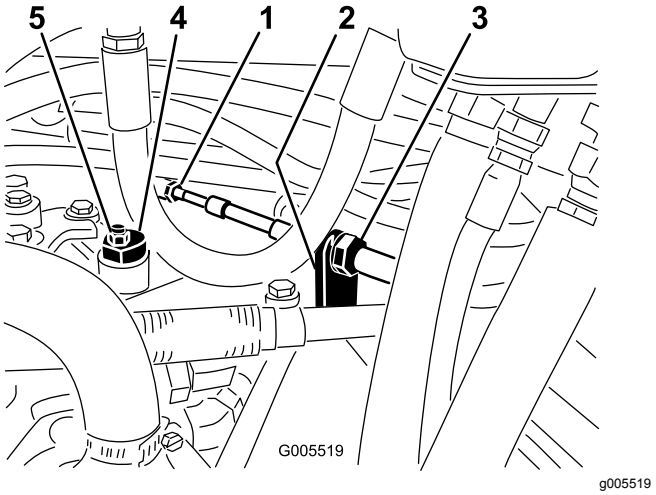

Figur 53
A. Lossa båda kontramuttrarna som säkrar drivkabeln till motorväggen på hydrostaten (Figur 53). Se till att lossa kontramuttrarna lika mycket och tillräckligt för att kunna göra en justering.
Obs: Lossa muttern som fäster excenterbulten på hydrostatens ovandel (Figur 53).
C. Vrid excenterbulten tills maskinen inte kryper i någon riktning. När hjulet slutar rotera drar du åt muttern som låser excenterbulten och justeringen (Figur 53). Kontrollera justeringen med gasreglaget i det långsamma och det snabba läget.
D. Dra åt låsmuttrarna jämnt på båda sidor av motorväggen och säkra drivkabeln vid motorväggen (Figur 53). Vrid inte kabeln.